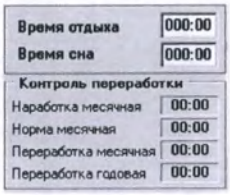

Рисунок 8.14
2.4.11.9 В программе АСПО предусмотрена возможность указать время отдыха и время сна (часы : минуты). По результатам опроса обследуемого введите в одноименных строках указанные данные (рисунок 8.14).